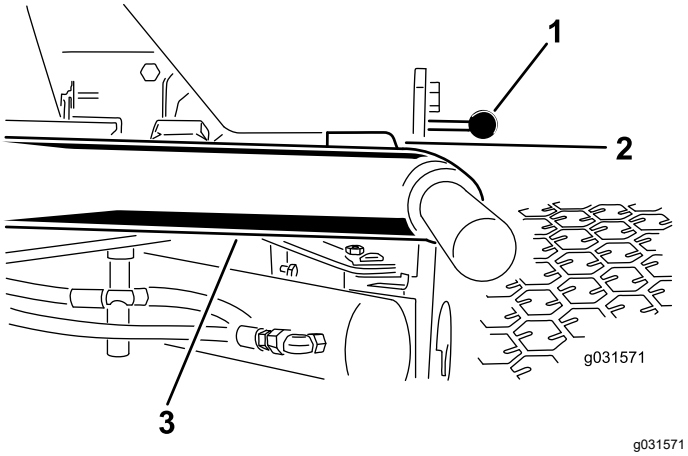

Figur 12
1. Starta motorn, höj upp klippenheterna och kontrollera att spelet mellan varje lyftarm och golvplattans fäste är 5–8 mm. Se Figur 12.